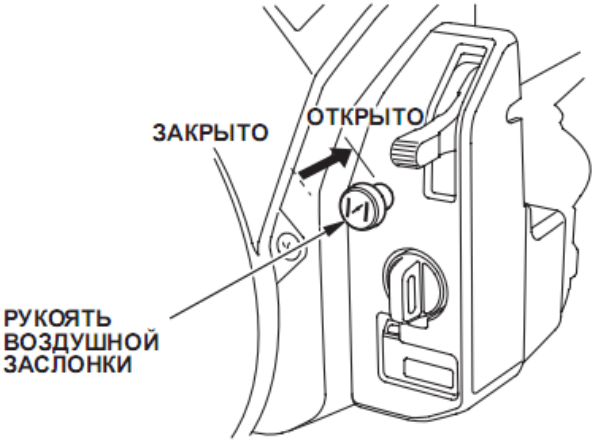

Рис. 15
7. Если для запуска двигателя вы передвинули рукоять воздушной заслонки в положение CLOSED, постепенно передвигайте ее в положение OPEN по мере прогревания двигателя (рис.15)